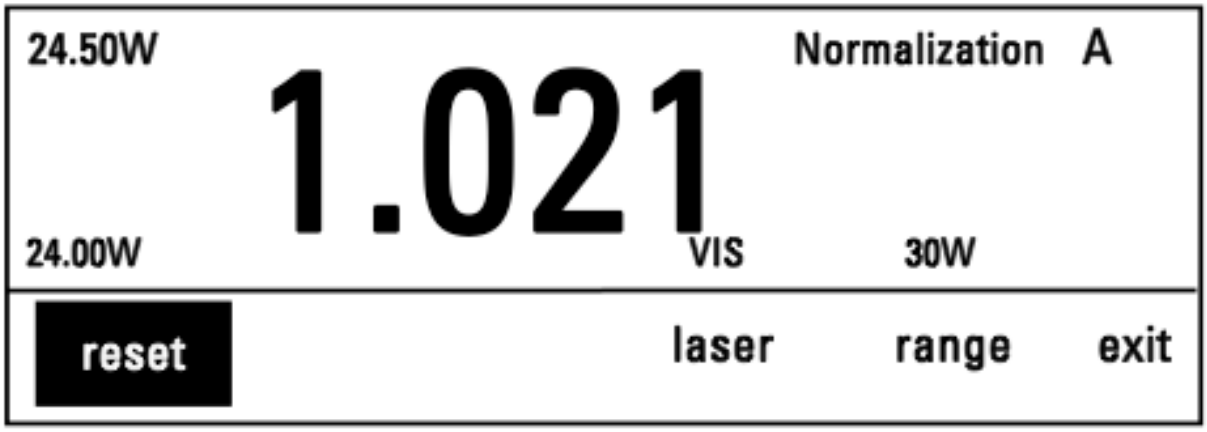

Рис. 7. Окно нормировки
2. Нажмите "go" и, когда будете готовы к проведению нормировки, нажмите "apply" (применить). С этого момента отображаемая мощность будет пропорциональна опорному значению мощности. (см. рис. 7).